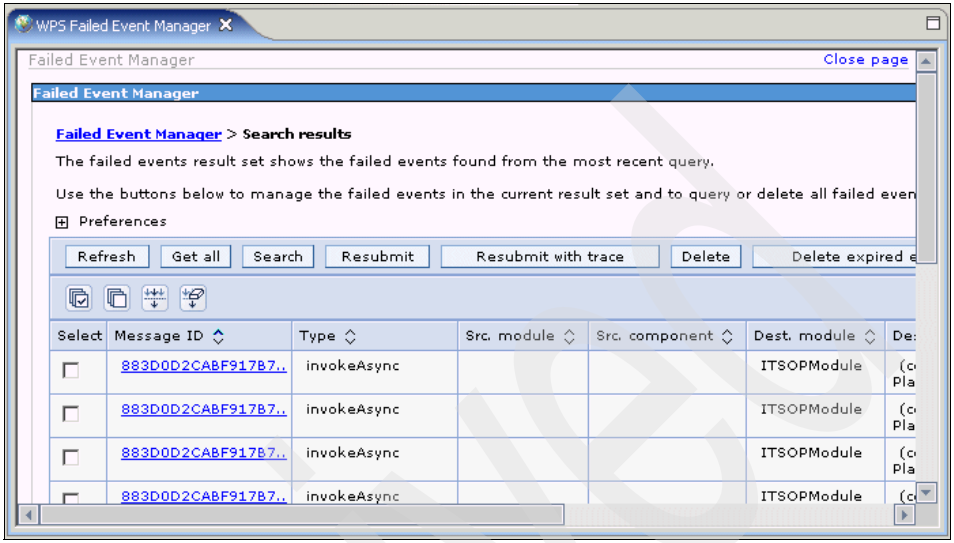

Figure B-25 The WPS Failed Event Manager Search results
4. In the search results page (Figure B-25) that opens, under Message ID, click one of the links.